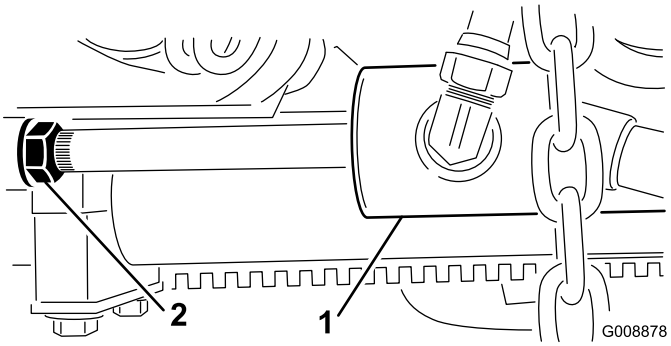

Figur 27
B. Skru låsemutteren på sylinderen tilbake (Figur 27).